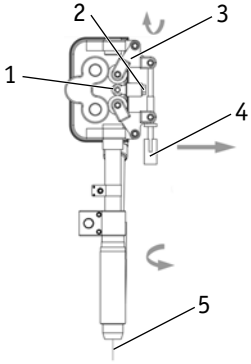

Рис. 8.4. Редуктор подачи проволоки.
2. Проденьте проволоку через редуктор и токоподвод с помощью рукоятки регулировки давления, зажмите проволоку (см. рис. 8.4).